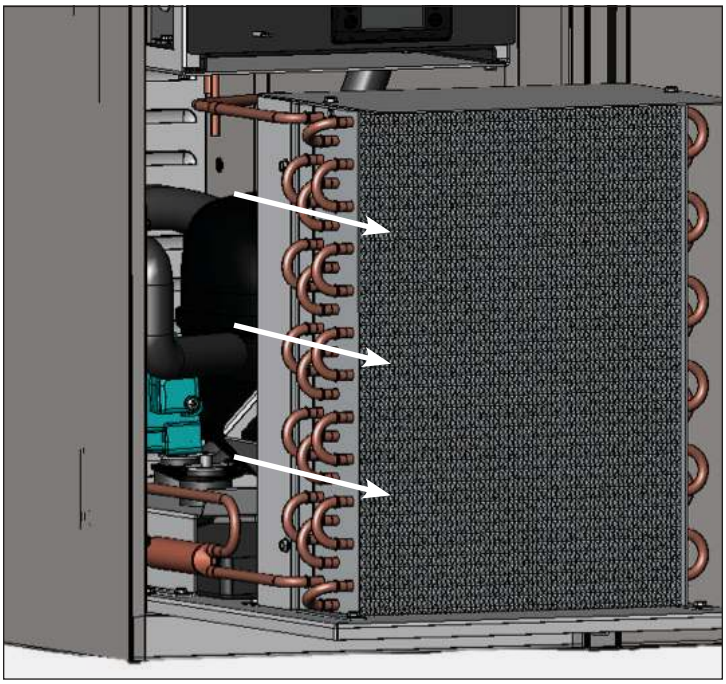

Fig. 7. Carefully slide the condensing unit out.
8. Carefully slide the condensing unit out (tubing connections are flexible). See fig. 7. Gently blow compressed air or CO_2 through the coil until it is clean.